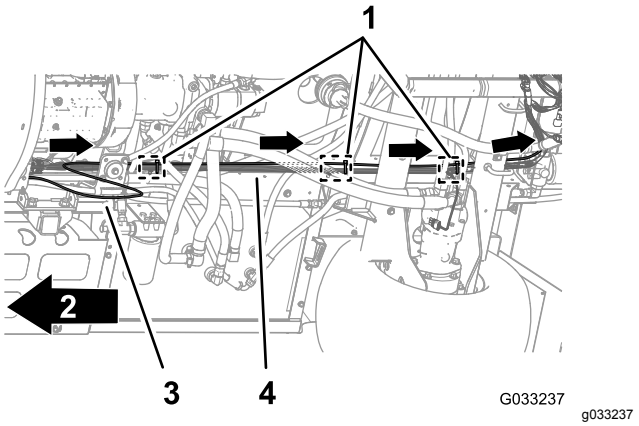

Figur 121
1. Dra tryckgivarröret för instrumentbrädans mätare längs maskinens bakre kablage (Figur 121).
2. Sätt fast tryckgivarröret på det bakre kablaget med tre kabelband bredvid de tre granförankringarna vid det bakre kablagets chassiförankringspunkter (Figur 121).